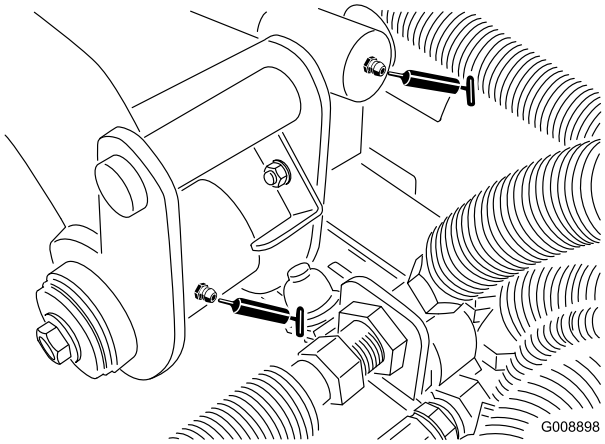

Figur 40
- Bakre lyftarmstapp och lyftcylinder (2) (Figur 40)